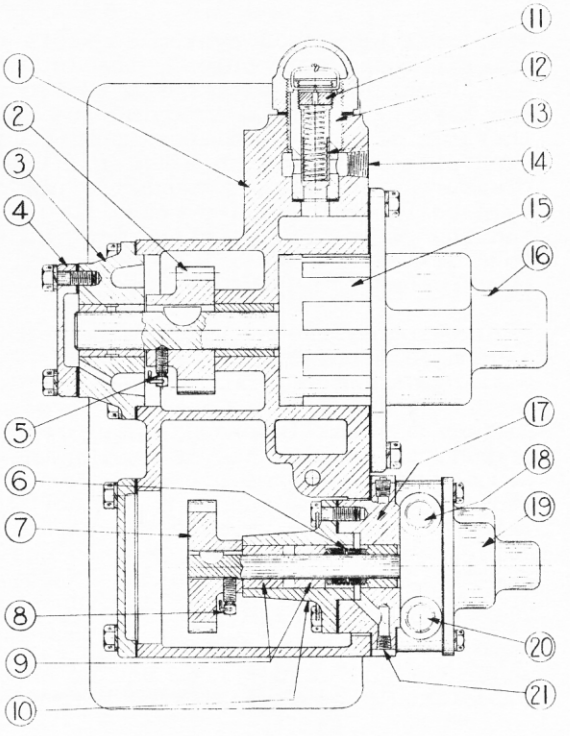

FIG. T-1
The lubricating oil pressure pump drive is shown in Fig. T-1. The pressure pump (16) and the fuel transfer pump (19) are mounted in a common housing on the forward end of the control side of the engine. The lubricating oil pump is of the internal gear reversible type employing an internal gear, an idler gear and a crescent shaped baffle. The direction of flow through the pump is the same regardless of direction of rotation. When the engine reverses the crescent shifts position, following the rotation of the idler, and this causes the direction of flow to be maintained.
Referring to Fig. T-1 the spring for relief valve (13) should be adjusted for 40 to 50 lbs. per square inch oil pressure as indicated on the gage board. Adjustment is by means of plug (11) which is accessible after removal of the cover nut. After adjustment has been made plug (11) should be securely wired to relief valve body (12).